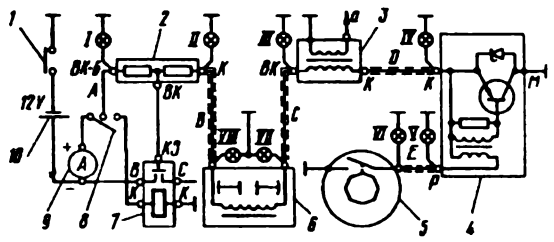

Рис. 252. Схема проверки цепей низкого напряжения контактно-транзисторной системы зажигания:
3. Подключите к клемме „К“ коммутатора контрольную лампочку VI (12 В, 1 Вт), как показано на рис. 252. Отверните для этого колпачковую гайку с клеммы, несколько выдвиньте разъем и, не отключая его, подсоедините к нему провод от контрольной лампы.
Производите проверку, пользуясь схемой (рис. 252), подключая контрольные лампы в соответствующие точки схемы. При проверке соблюдайте последовательность, указанную в табл. 34.